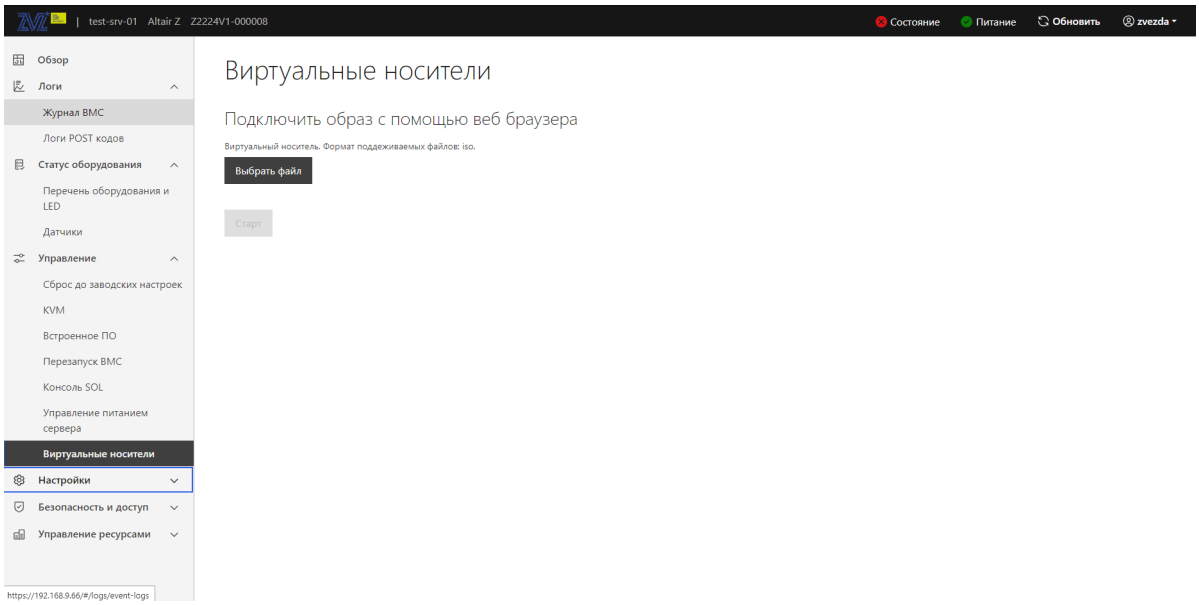

Рис. 87. Окно «Виртуальные носители»
7) Пройдите во вкладку «Управление» → «Виртуальные носители» в данной вкладке осуществляется виртуальное подключение периферийных устройств. Окно показано на рис. 87 Окно «Виртуальные носители»